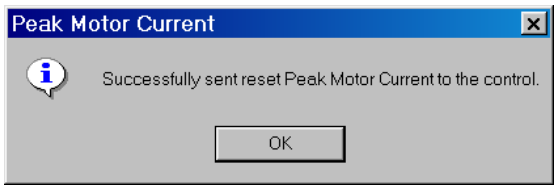

Figure 2-43 Peak Motor Current Profile Reset Successfully Sent Confirmation Screen
6. Select **OK**. TapTalk will display a Peak Motor Current reset successfully sent confirmation screen (Figure 2-43).